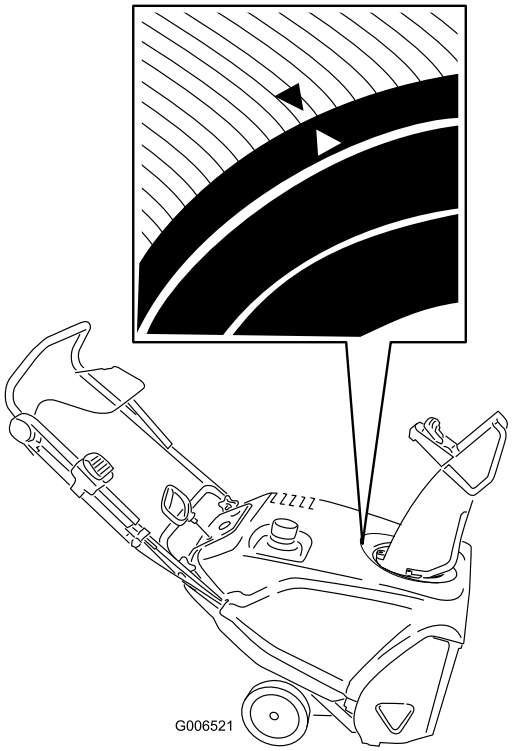

图40
3. 旋转排放斜槽，使其面向正前方，且排放斜槽后面的箭头与保护罩上的箭头对齐（图40）。